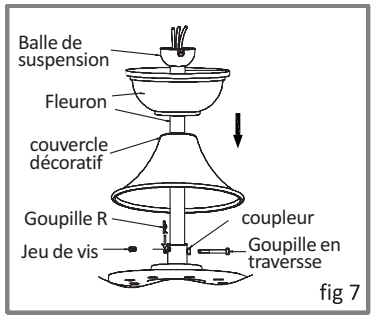

fig 7
3) Desserrer les deux vis du support en bas, réinstaller le Pin traversant et le fixer avec la goupille " R " (Figure 7)